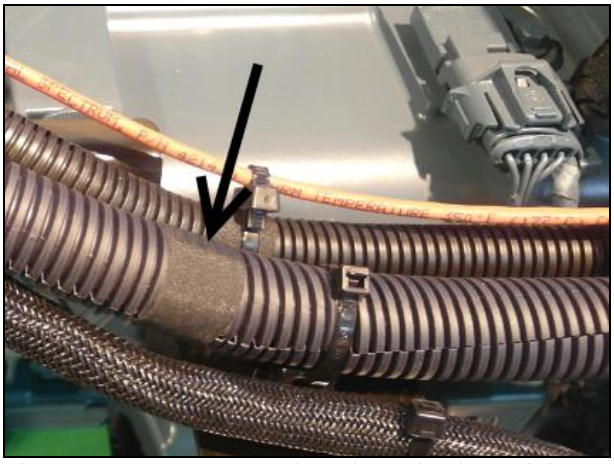
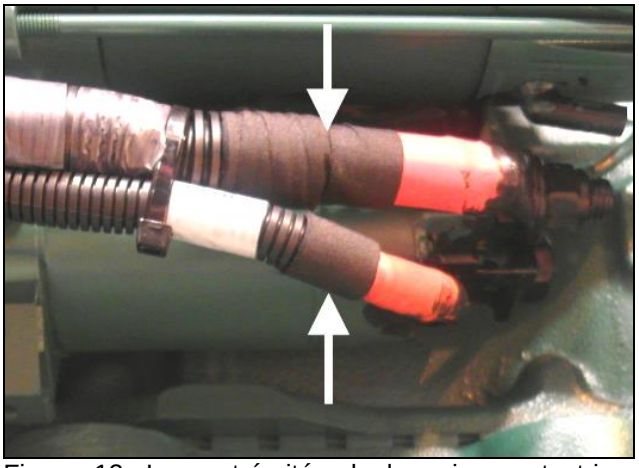

Figure 11: Deux tours de ruban de tissu doivent être appliqués à tous les 3 à 6 pouces pour empêcher le câble de sortir de la gaine protectrice ondulée
Figure 12: Les extrémités de la gaine protectrice ondulée devraient être recouvertes de ruban de tissu
- Lorsqu'un câble passe dans une gaine protectrice ondulée, il est recommandé d'appliquer deux tours de ruban de tissu à tous les 3 à 6 pouces pour empêcher le câble de sortir de la gaine protectrice ondulée (Figure 11). Les extrémités de la gaine protectrice ondulée devraient être recouvertes de ruban de tissu (Figure 12).